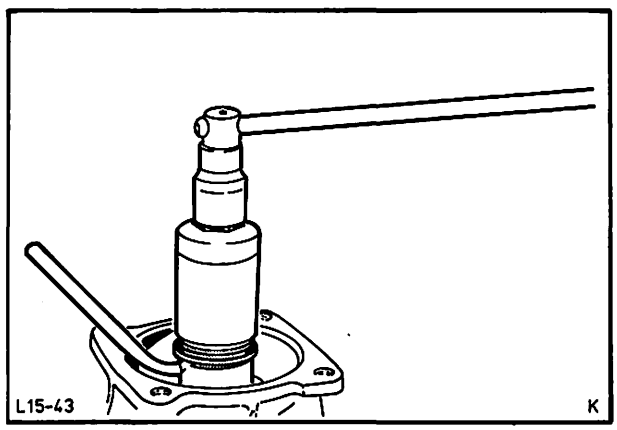

Abb. 70 Druckmeßgerät aufschrauben und Meisterritzel mehrmals drehen
30. Äußeres Lager und Griffstück aufschieben. Druckmeßgerät aufschrauben (bei neuen Lagern so weit festdrehen, bis die **zweite** und bei gelaufenen Lagern die **erste** Markierung erreicht ist). Meisterritzel **mehrmals** drehen, Abb. 70.